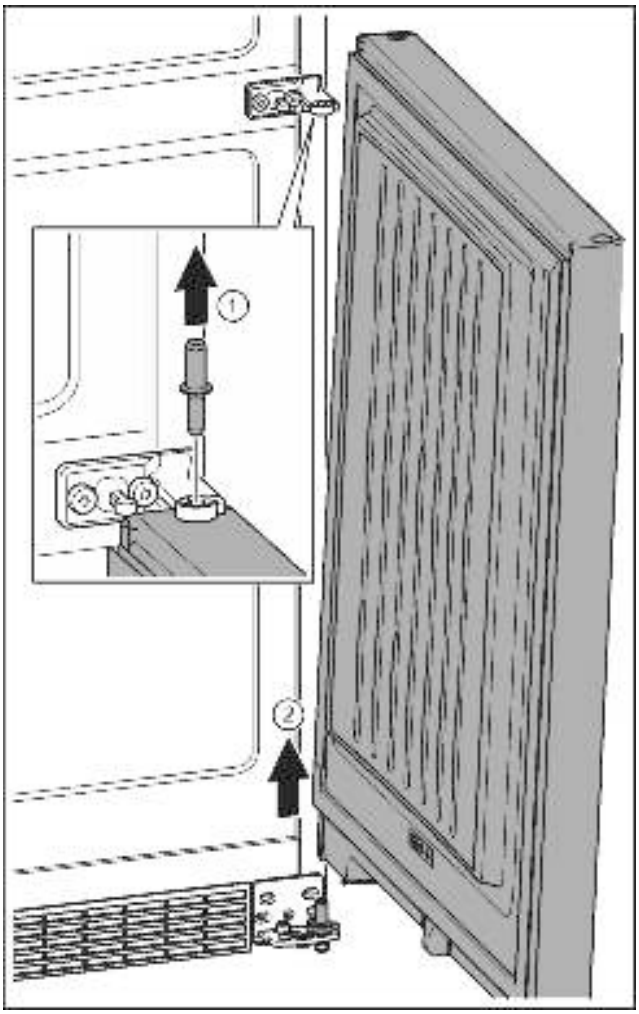

Fig. 10
- ▶ Pull out the bolts towards the top. *Fig. 10 (1)*
- ▶ Swing the door out, pull it upwards and set it aside. *Fig. 10 (2)*